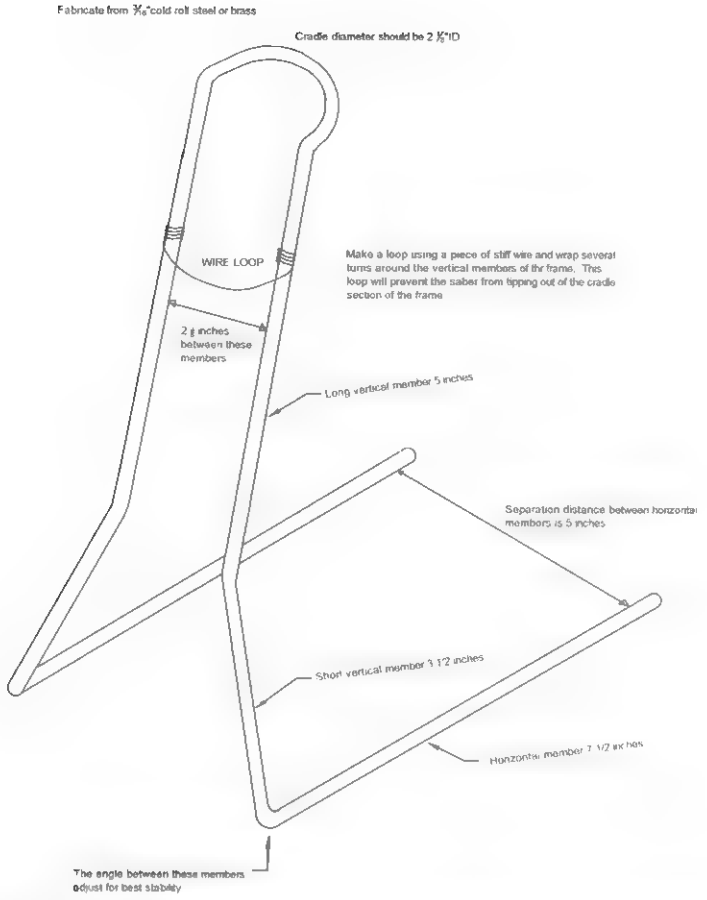

Figure 39-6 *Frame section*
4. Form the frame as shown in Figure 39-6 from 3/16-inch cold roll steel rod or an equivalent. The frame must be formed to provide a stable assembly with the saber in place in the stand. The longer 36-inch blade unit is the most critical, requiring the most attention. Attempt to follow the dimensions as shown and determine the base angle as a final adjustment with the saber in place.
FRAME	Create as shown in Figure 39-6